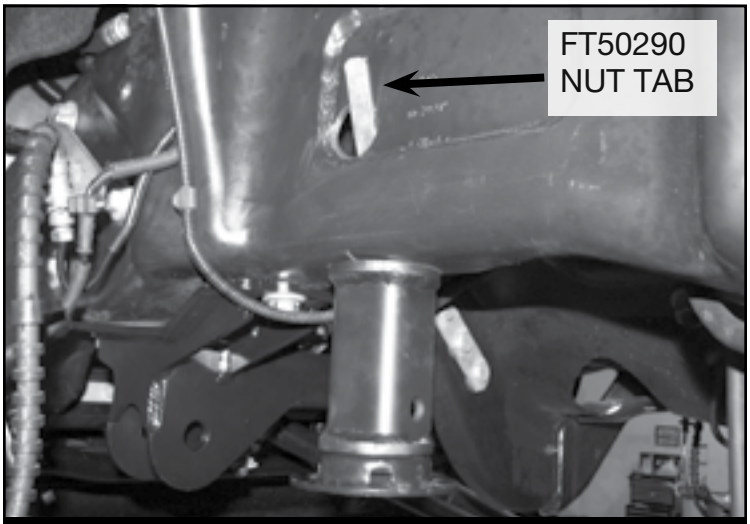

FIGURE 12 - STEP 16
16. Using FT50290 (Nut Tab) and 1/2 X 1-1/2” bolt and washer. Mount the new bump stop extension to the frame. Route the Nut tab through the 1-1/4” hole that was made in Step 11. Torque to 127 ft-lbs. **SEE FIGURE 12**